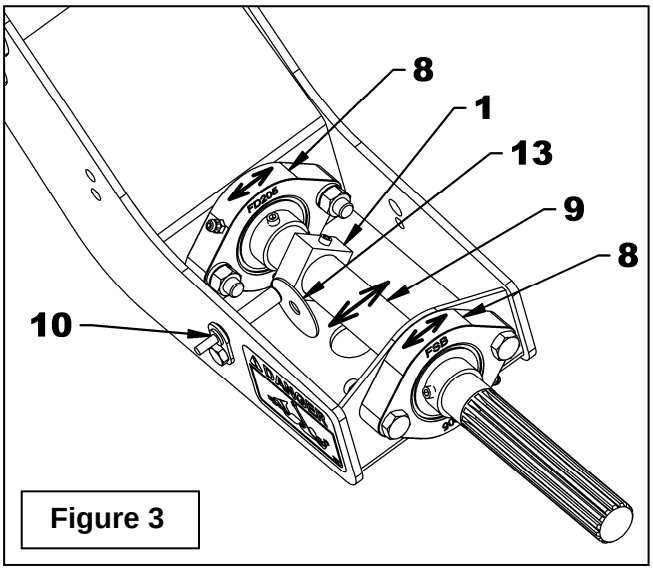

Figure 3
9. **Figures 2-3:** Place the 1 1/2" ext flat washer (item 13) between the rotation sensor (item 10) and the output shaft (item 9). Turn the output shaft (item 9) and adjust by laterally moving it (see figure 3) so that the space between the square bar (item 1) and the rotation sensor (item 10) is at a distance corresponding to the thickness of the 1 1/2" ext flat washer (item 13).